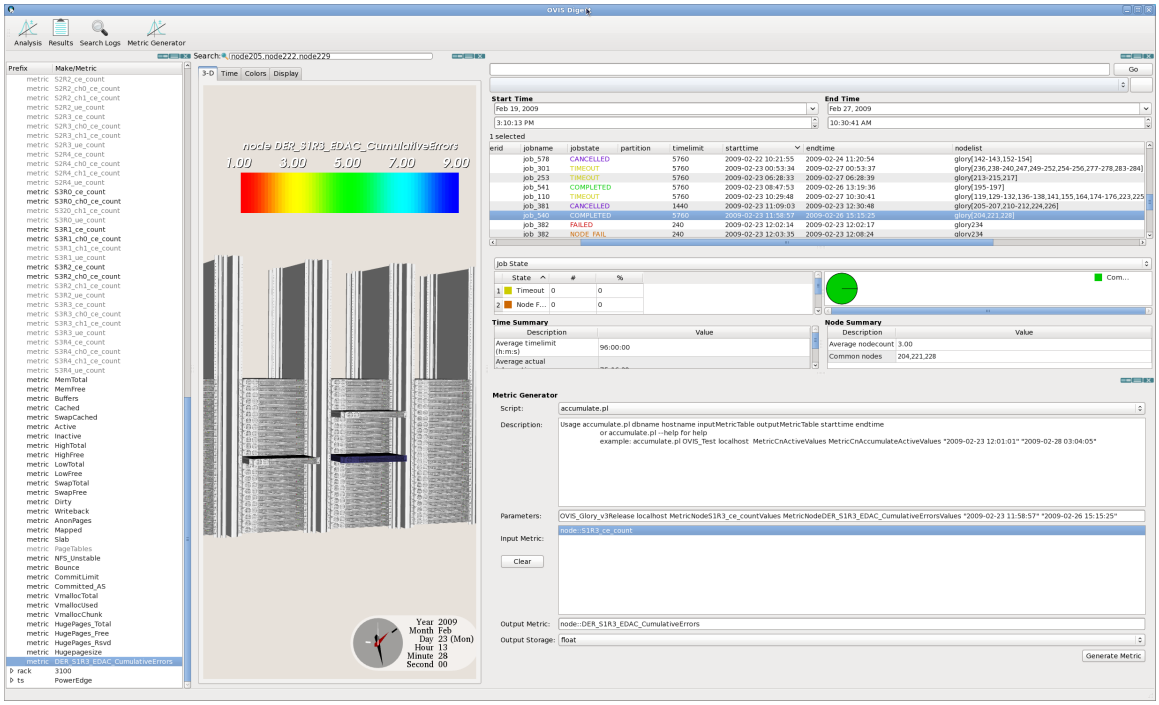

Figure 29: Metric Generator Pane and resulting Derived Metric in the Metric List and droppped on the 3-D display.
3. Select the *accumulate* script and populate the arguments as indicated in Figure 29. This script generates a new metric which is the accumulated val of the input metric over the time range entered.